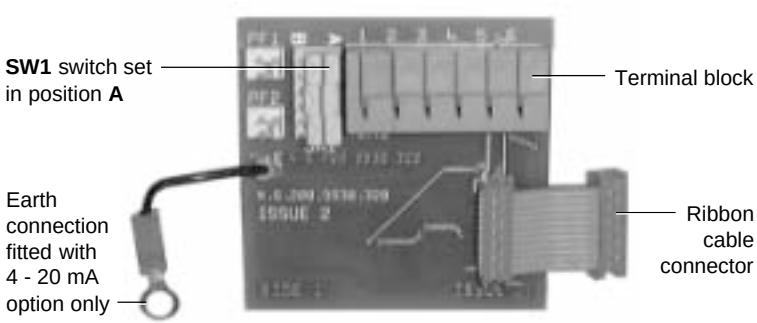

Fig. 1 Options PCB
2.2.1 Firstly set the yellow slide switch as follows (refer to Fig. 1):
If the options PCB is used for software configured travel switches, set all elements of the yellow slide switch **SW1** to position '**A**'. Prepare the ribbon cable by ensuring that the connector is at right angles to the options PCB, ready for insertion into the main PCB socket (refer to Fig. 1).